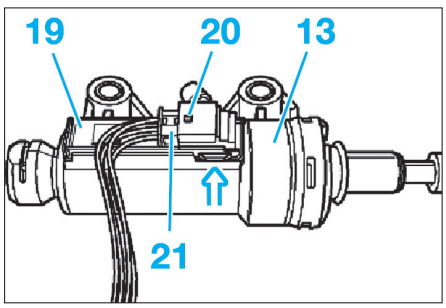

Fig. 19
• Dégager le contacteur d'embrayage (19) du cylindre émetteur (13) avec un tournevis (au niveau de la flèche) **(Fig.19)**.
• Débloquer le connecteur (20) et débrancher la fiche (21) du contacteur d'embrayage (19).